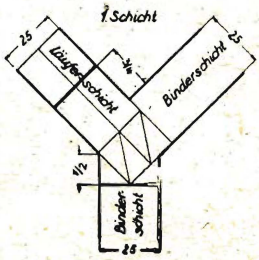

Bild 196.
1. Die schräg auftreffende Mauer wird als Binderschicht angeschlossen und beginnt in der stumpfen Ecke mit einem halben Stein (Kopfstein + 1 cm), siehe Bild 196 1. Schicht und 198.
treffenden Mauerteile legt man so an, als wenn sie eine volle, rechtwinklige Ecke bilden sollen. Die Steine mit schrägem Verhau läßt man an die einbindende Mauer heranreichen (siehe Bild 196 2. Schicht und 198).